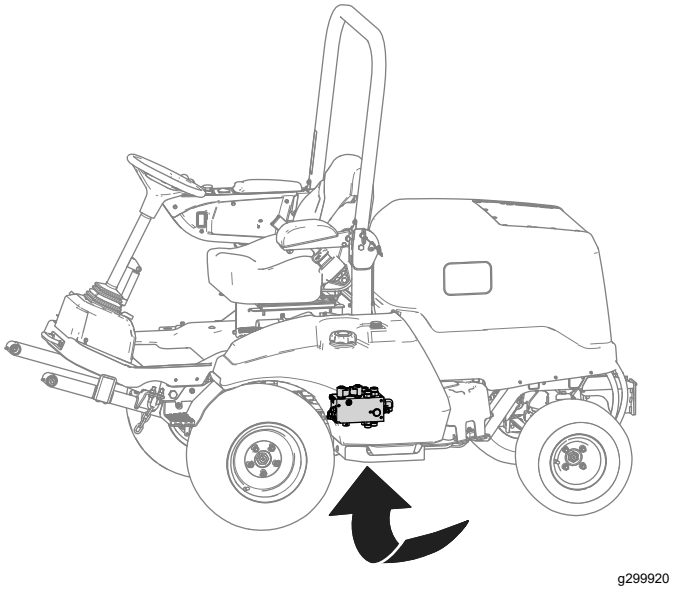

Figure 9
A. Placez un bac de vidange sous le collecteur hydraulique (montré à la Figure 9).